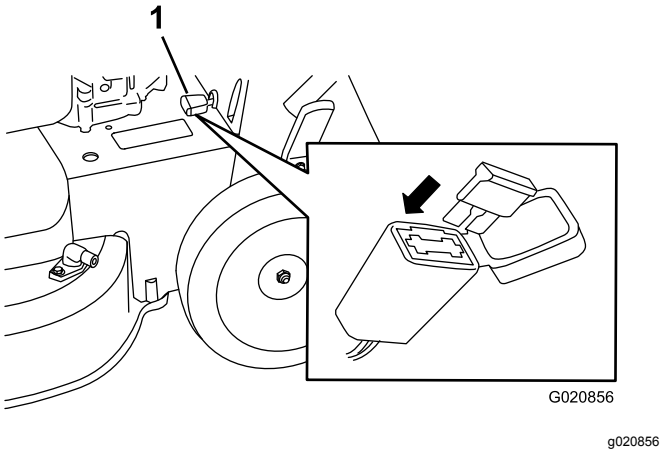

Rysunek 36
1. Otwórz uszczelniony uchwyt bezpiecznikowy i wymień bezpiecznik (Rysunek 36).